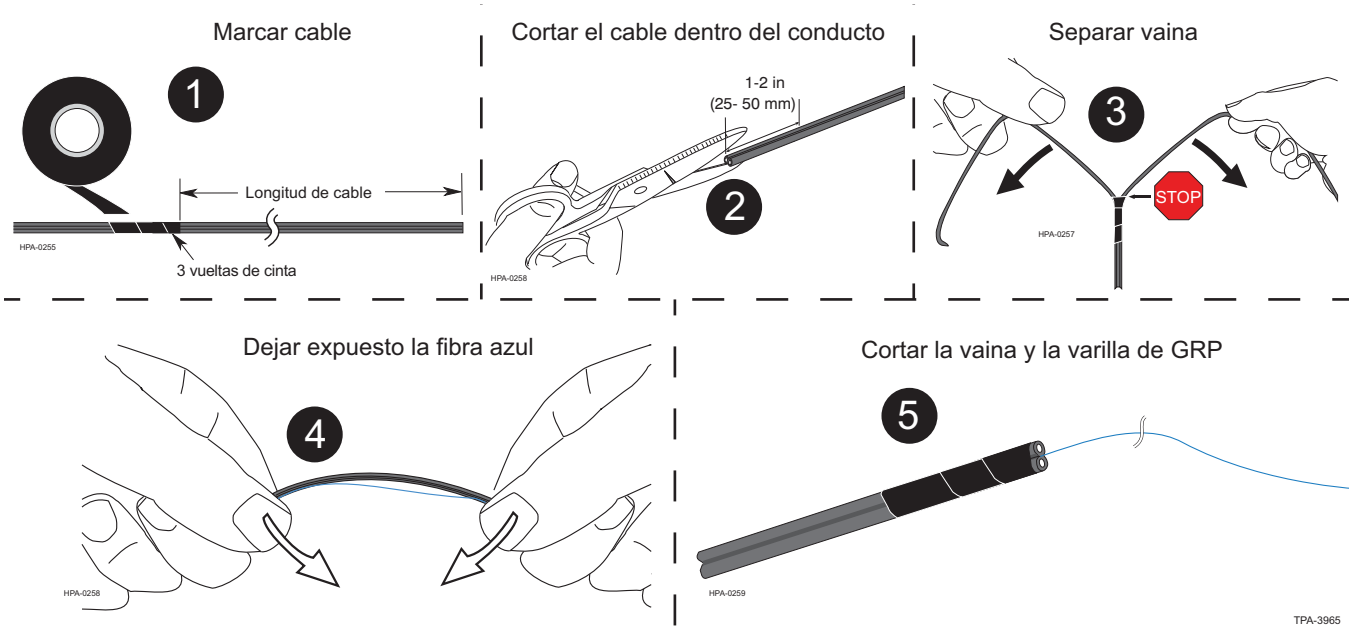

Figura 3 — Preparar cable ROC con tecnología FastAccess
Paso 1: Marque el cable a la distancia adecuada del extremo del cable envolviéndolo tres veces con cinta (Figura 3).